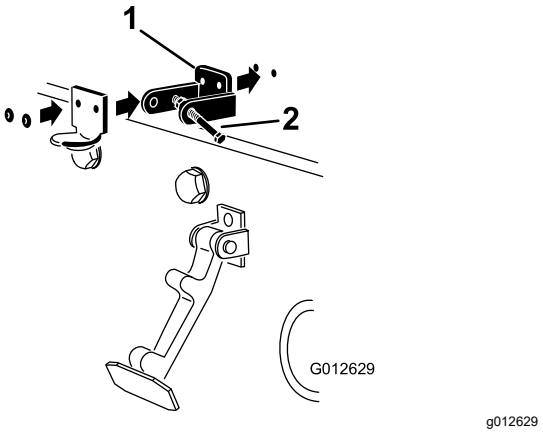

Figur 16
Merk: Låsebraketten må være mot panseret (Figur 16). Ikke fjern bolten og mutteren fra låsebrakettarmen.
5. Nagle brakettene og skivene til panseret (Figur 16).